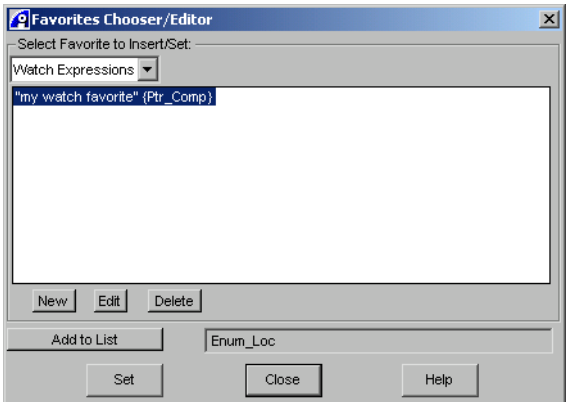

Figure 6-17 Existing watches in the Favorites Chooser/Editor
The Favorites Chooser/Editor dialog box is displayed with the newly-created watch shown in the display list (shown in Figure 6-17). See *Using the Favorites Chooser/Editor dialog box* on page 8-29 for details.
2. Right-click on the `Name` and select **Add from Favorites...** from the **Name** menu. This displays the Favorites Chooser/Editor, shown in Figure 6-17.